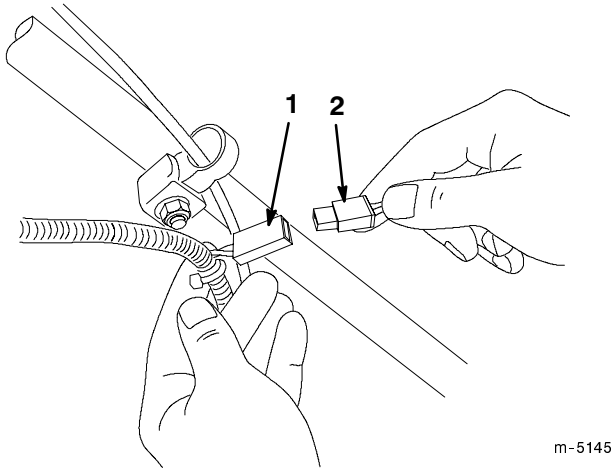

Bild 35
4. Klemmen Sie das Kabel des Batterieladegeräts (Teil des Lieferumfangs des Rasenmähers) an das Kabelbaumkabel an (Bild 35).